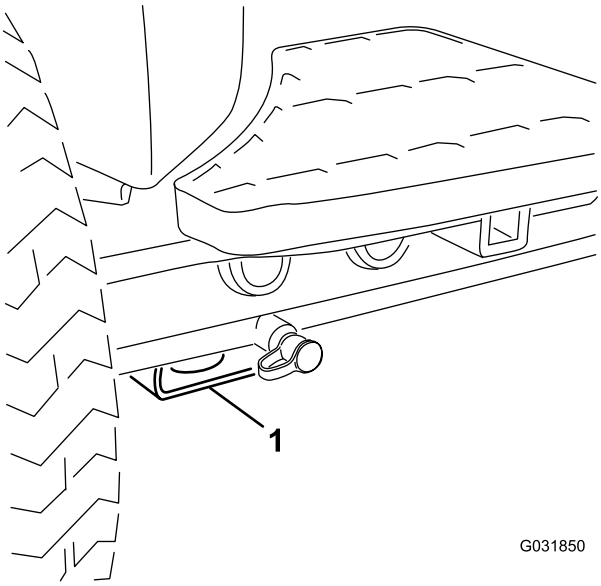

Figur 38
- Fram – fyrkantigt belägg under axelröret inuti båda framdäcken (Figur 38)